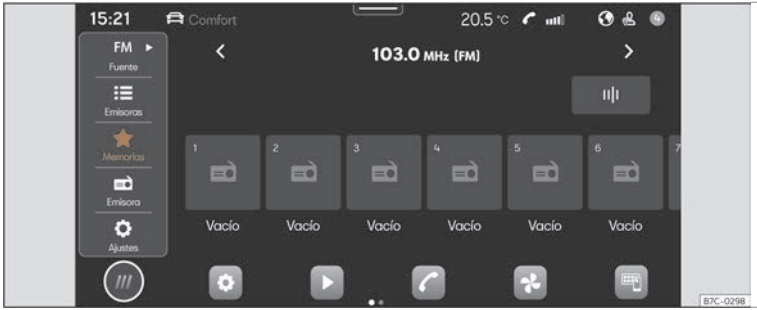

Fig. 129 Representación esquemática:Vista Radio
- Prema **HOME** > ⊞ >>> **fig. 129** .